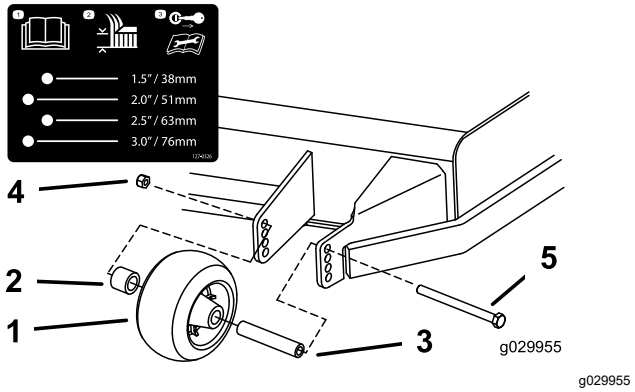
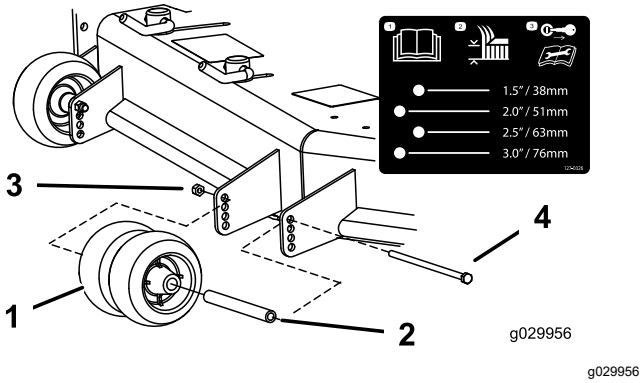
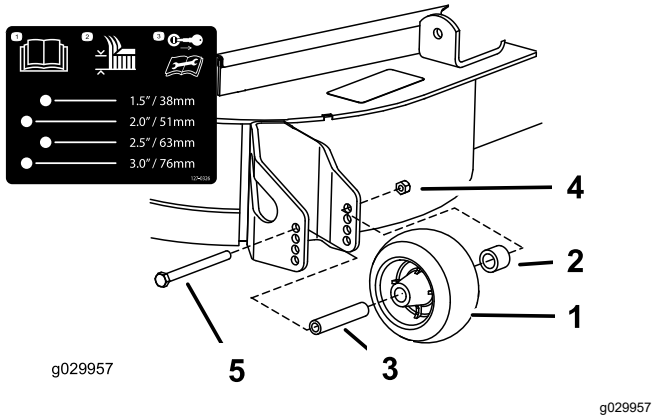

**Figur 30**
**Figur 31**
**Figur 32**
3. Juster antiskalperingsrullerne som vist i Figur 30, Figur 31 og Figur 32.